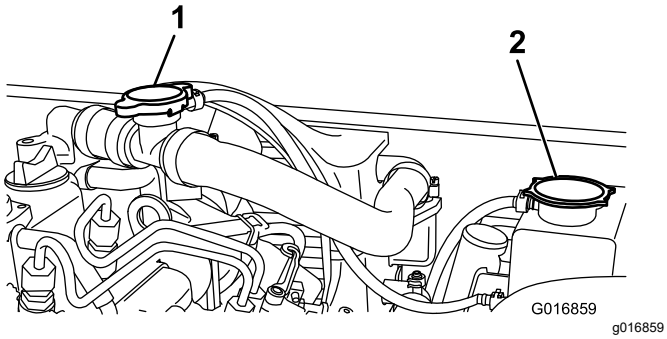

Rysunek 51
2. Odkręć korek zbiornika wyrównawczego chłodnicy (Rysunek 51).
2. Odkręć korek wlewu (Rysunek 51) i wlej płyn chłodzący.
3. Zakręć z powrotem korek wlewu i odkręć korek zbiornika wyrównawczego chłodnicy (Rysunek 51).